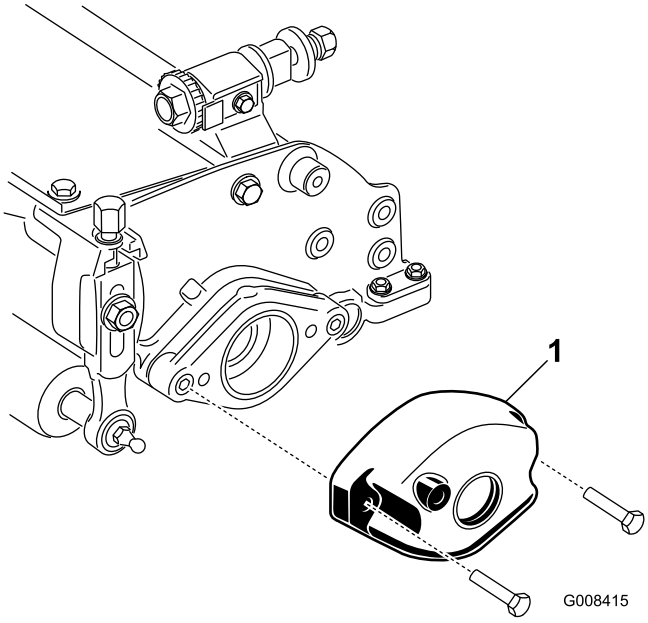

Рисунок 2
5. Выверните два болта и две гайки, которые крепят противовес к левому концу режущего блока, и снимите противовес (Рисунок 2).